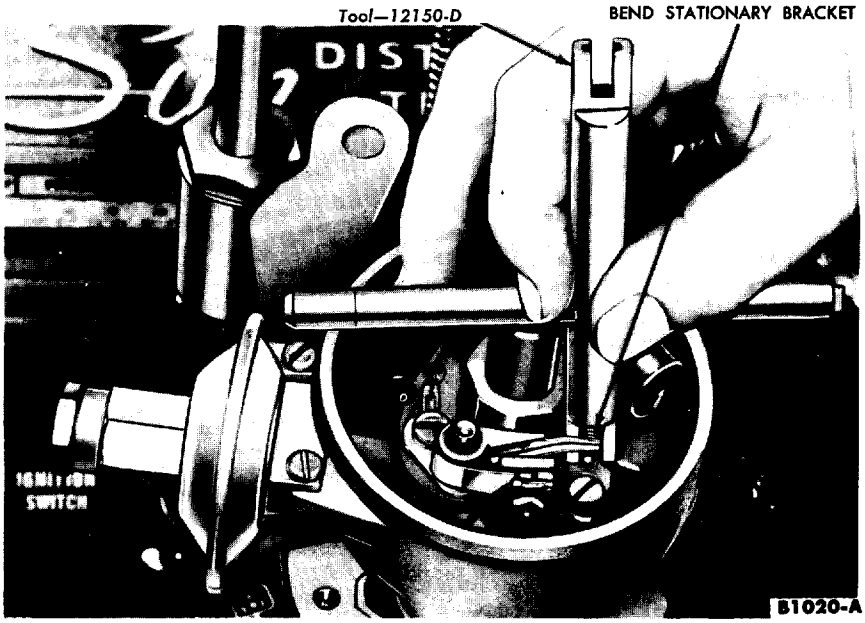

FIG. 13—Aligning Breaker Points
2. Align the breaker points to make full face contact by bending the stationary breaker point bracket (Fig. 13). **Do not bend the breaker arm.**